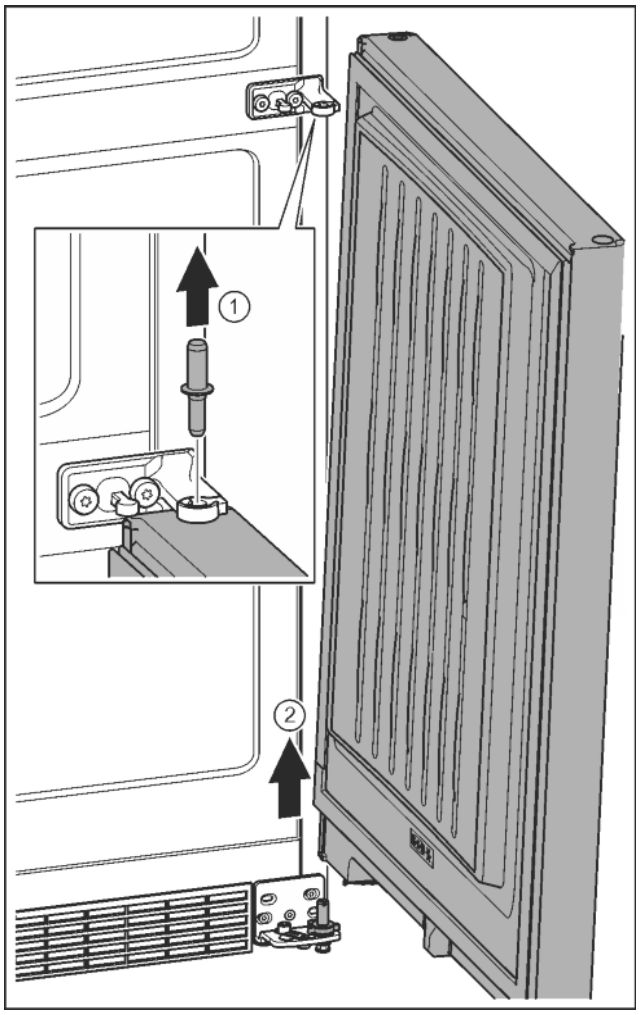

Fig. 12
- ▶ Извлечь пальцы движением вверх. *Fig. 12 (1)*
- ▶ Отклонить дверь, приподнять вверх и отставить в сторону. *Fig. 12 (2)*